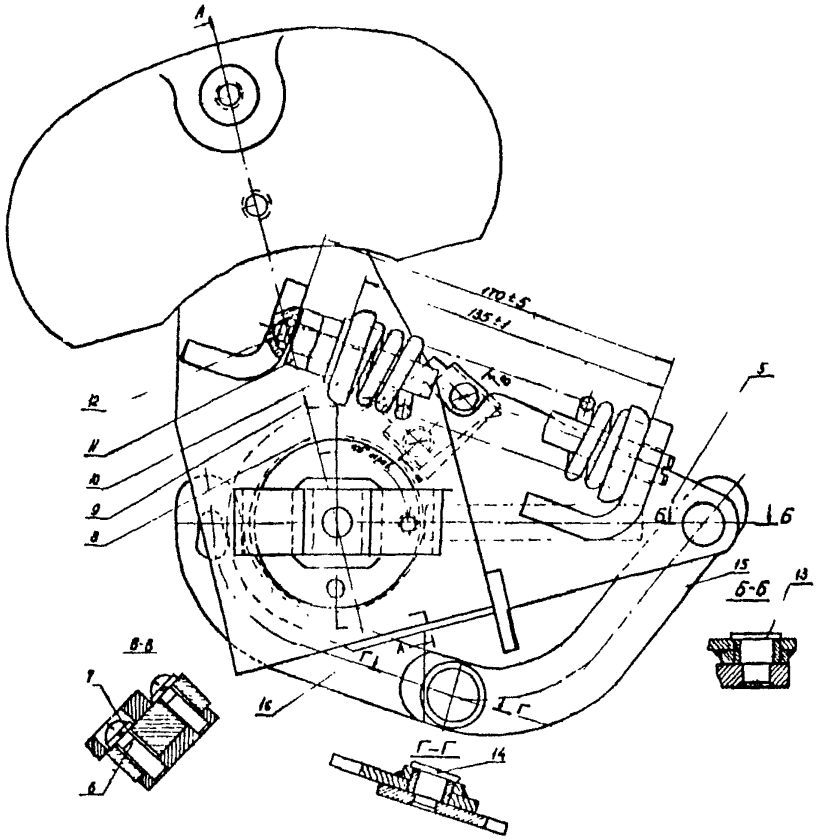

Рис.2. Траверса с
4.1. Произвести наружный осмотр силового органа привода, состоящего из включающих пружин 10, узла предварительного натяжения включающих пружин (скоба с направляющей 17, натяжной болт 18), рычага 8, траверсы с грузом 48 (см.рис.1,*б*), рычагов 15 и 16 (рис.2).
4.2. Отвинтить болт 18 и ослабить до минимума предварительный натяг пружин 10, расцепить в точке соединения рычаг 8 (рис.1,*а*) с рычагом 16 (см.рис.2).
4.5. Свинтить гайку 11 со стержня 12, удерживая его отверткой от проворачивания, вынуть стержень 12 (см.рис.2).
4.12. Проверить соответствие пружин 10 (см.рис.1,а), 8 (см. рис.2) и включающей пружины (рис.3) требованиям, изложенным в п.4.II, и заводским данным. Снять характеристику пружины 10 с помощью приспособления П-3 (рис.4). Проверить пружину 8 (см.рис.2) на потерю упругости путем сравнения фактической ее длины с длиной, указанной в характеристике. Дефектные пружины следует заменить.
4.13. Проверить сочленение траверсы 5 с рычагом 15 и рычагов 15 и 16 (см.рис.2). Пальцы 13 и 14 должны плотно сидеть в
4.15. Проверить винты 1, крепящие груз 2 к держателю 3. Винты должны быть затянуты до отказа и раскернены в трех точках (см. рис.2, вид Д).
4.20. Создать с помощью гаек 11 и стержня 12 предварительное сжатие пружины 8 до 4-6 мм (см.рис.2).